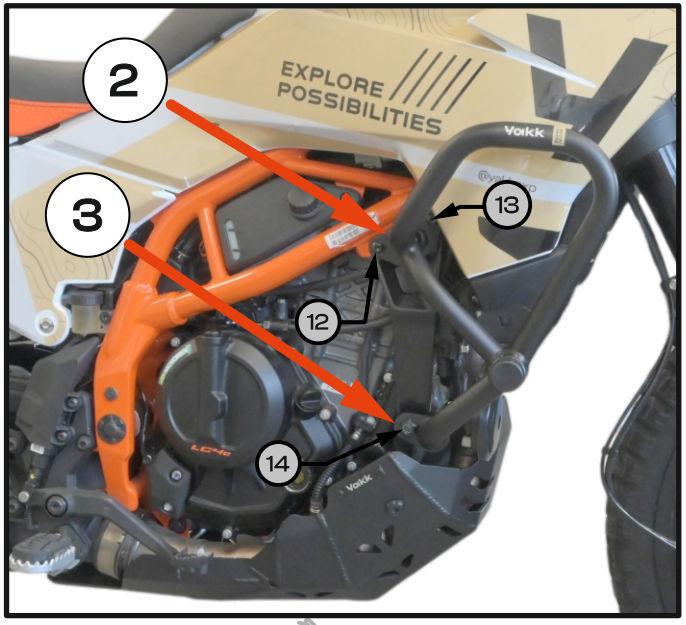
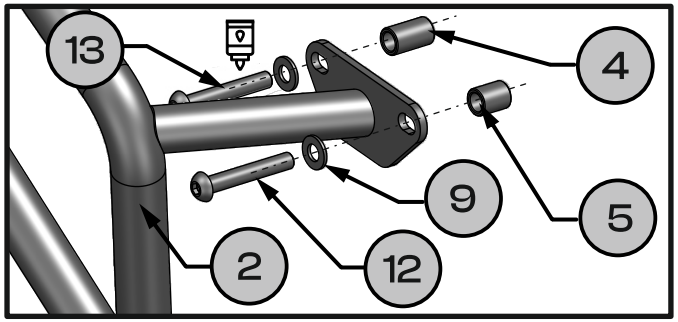
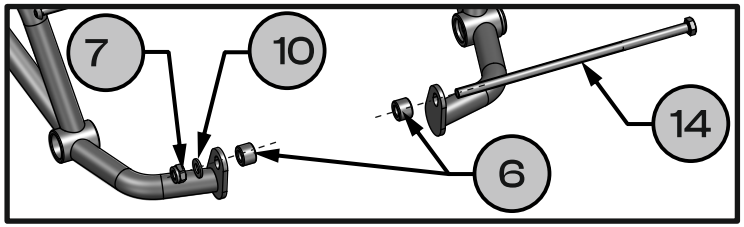

Fig. 3
Fig. 4
Fig. 5
Make sure the correct bolts and spacers lengths are used before final tightening. [Fig. 3], [Fig. 4]
3. Fasten the lower mounting point using bolt **[14]** with spacers **[6].** Secure the assembly with washer **[10]** and lock nut **[7].** **Use a medium-strength threadlocker. [Fig. 3], [Fig. 5]**